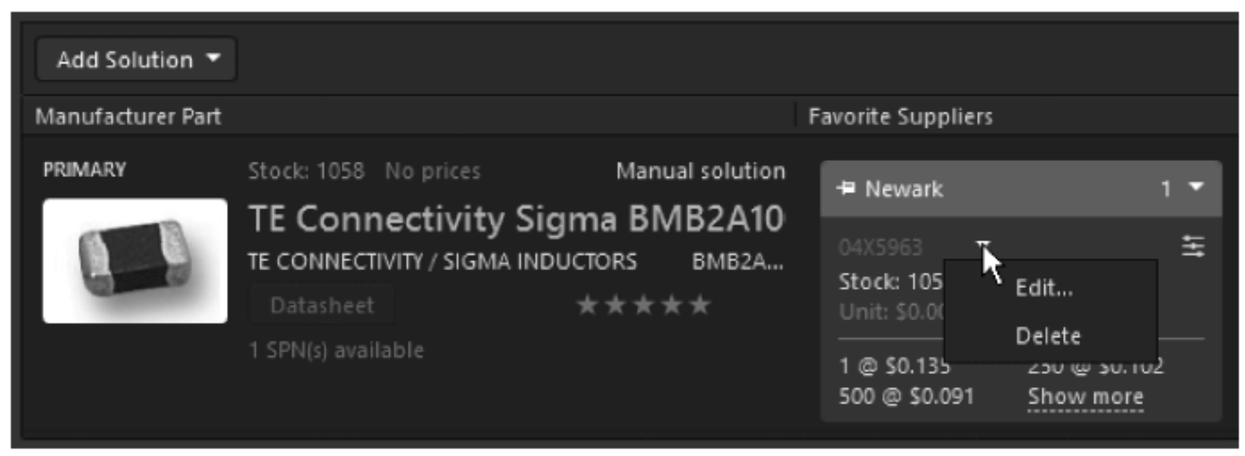

图 1-184　编辑或删除手动解决方案
(2) 编辑或删除手动解决方案：通过单击供应商元件号中的下三角按钮，可删除手动解决方案或编辑该方案的属性。执行 Edit 命令将重新打开与用于添加手动解决方案相同的对话框，其中可以进行新的搜索以定位新的制造商元件号和供应商，如图 1-184 所示。